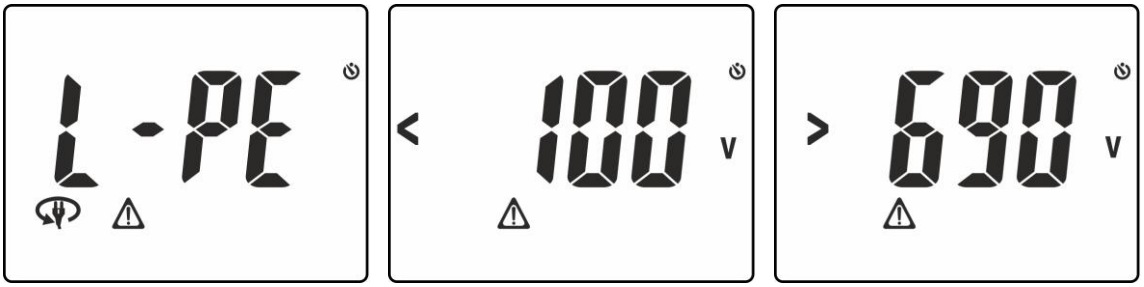
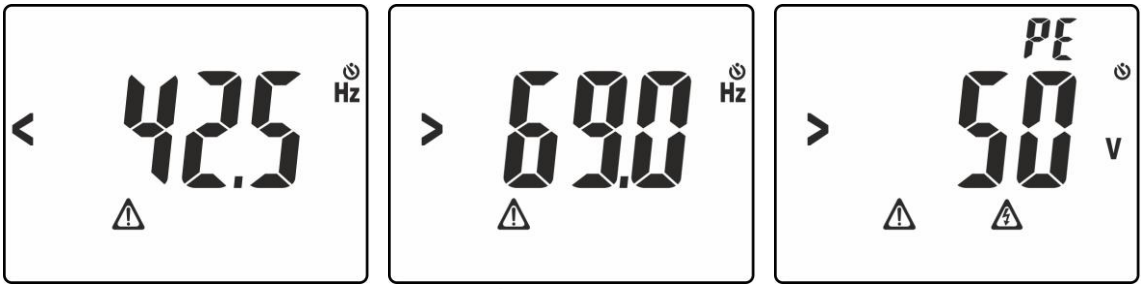
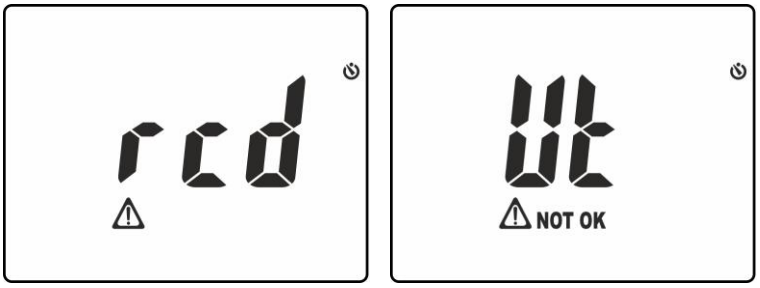

Fig. 19: Situações anormais à pressão do botão **GO/HOLD** – Ecrã 1
Fig. 20: Situações anormais à pressão do botão **GO/HOLD** – Ecrã 2
Fig. 21: Situações anormais à pressão do botão **GO/HOLD** – Ecrã 3
10. Premir o botão **GO/HOLD** para ativar o teste. Os ecrãs referentes às Fig. 19, Fig. 20 e Fig. 21 podem ser apresentados no display durante alguns segundos para assinalar condições anormais em que o instrumento não executa o teste.
8. Premir o botão **GO/HOLD** para ativar o teste com polaridade **0°**. Premir novamente o botão **GO/HOLD** com símbolo fica intermitente para ativar a polaridade **180°**. Os ecrãs referentes às Fig. 19, Fig. 20 e Fig. 21 podem ser apresentados no display durante alguns segundos para assinalar condições anormais em que o instrumento não efetua o teste